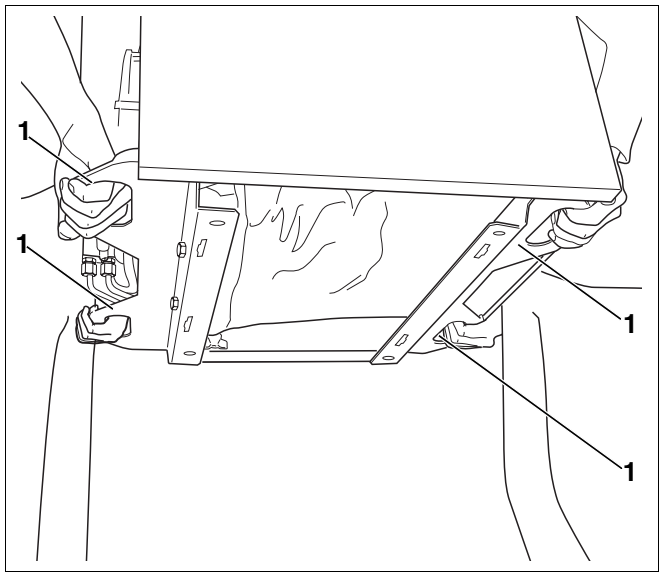

Abb. 21 Heizkessel heben und tragen
Der Logano G135 kann zum Heben und Tragen unten an den Griffen der Traverse (Abb. 21, **Pos. 1**) angefasst und zum Aufstellort transportiert werden.
- Heben und tragen Sie den Heizkessel nur an den vorgesehenen Griffen (Abb. 21, **Pos. 1**).
- Heizkessel an den Griffen der Traverse (Abb. 21, **Pos. 1**) hochheben und zum Aufstellort tragen.